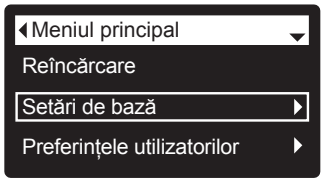

FIG. 36
2. Apăsaţi ÎN JOS (▾), pentru a defila opțiunile meniului la **Basic settings** (setări de bază) (fig. 36).